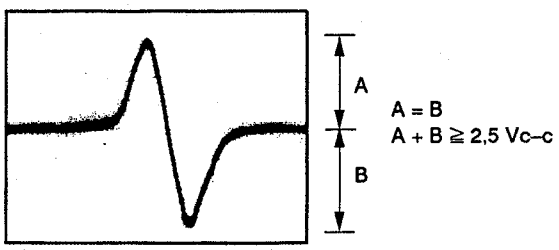

Figure 8
3. Tout en regardant l'écran de l'oscilloscope, appuyer sur la touche PGM et observer la forme d'onde de la Figure 8, pendant quelques instants.Vérifier que l'amplitude atteint au moins 2,5 Vc-c et que les amplitudes positive et négatives soient égales. Comme la forme ne sort que pour un moment, quand la touche PGM est enclenchée, appuyer sur à plusieurs reprises sur cette touche, jusqu'à ce que la forme d'onde ait été vérifiée.